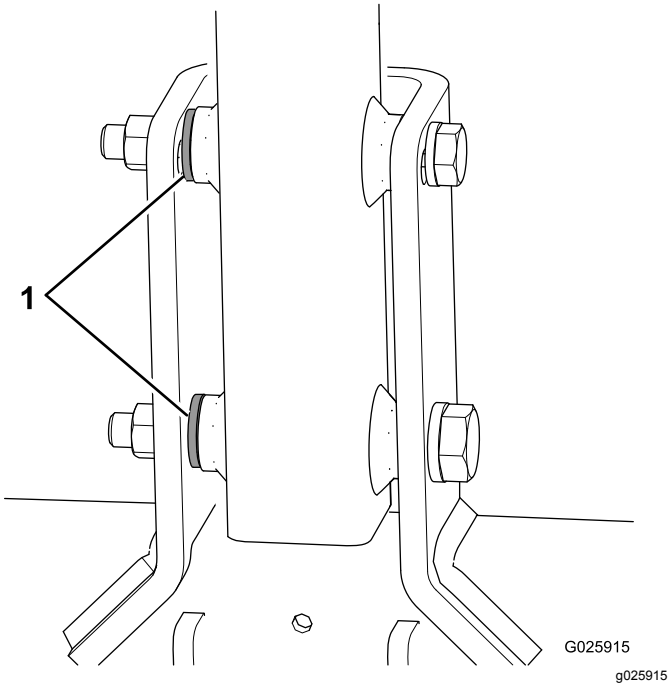

Figure 6
- Si chaque boulon de votre machine est muni d'une troisième rondelle, utilisez ces rondelles comme entretoises entre l'attelage et l'intérieur du support de pivotement de l'attelage (Figure 6).